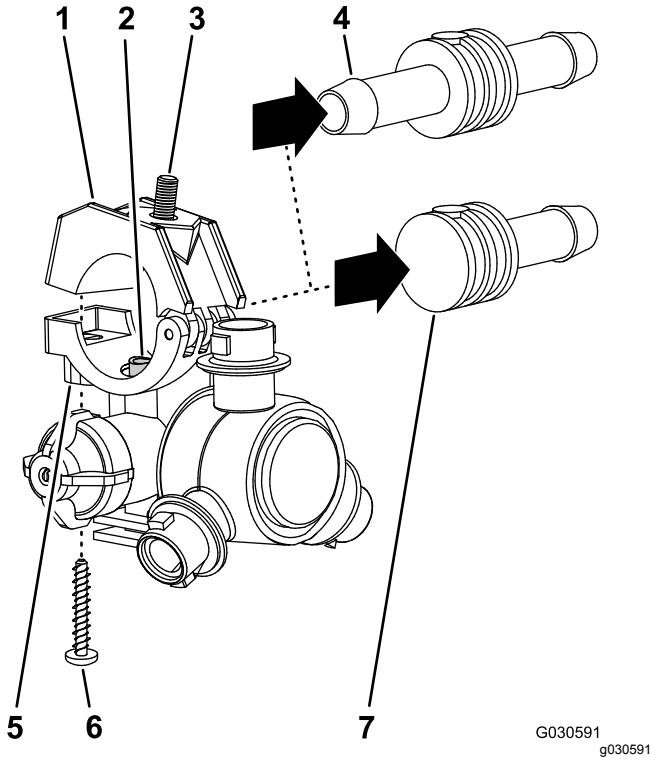

Figuur 72
2. Verwijder de schroef uit roestvrij staal (nr. 12 x 1-1/4") waarmee de bovenste klemhelft en de dubbele of enkele steel met slangribbel (3/4") bevestigd zijn aan de behuizing van de spuitdop, en koppel de steel met slangribbel en de slang af van de spuitdop (Figuur 72).